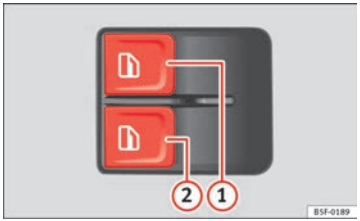

Fig. 58 Detail of the driver door: controls for the front windows.
The buttons ⇒ Fig. 58 (1) and (2) have two levels for opening the window and two for closing it. This makes it easier to open and close windows to the desired position.